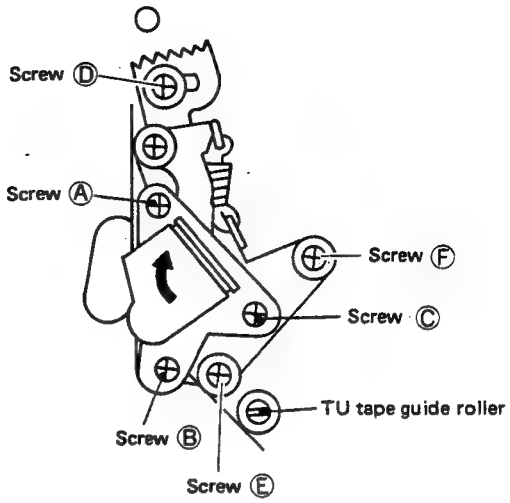

Fig. 2-53 A/C head position
5. Loosen screws Ⓓ, Ⓔ and Ⓕ (Fig. 2-53) and slide the A/C head fully in the drum direction, as indicated by the arrow.